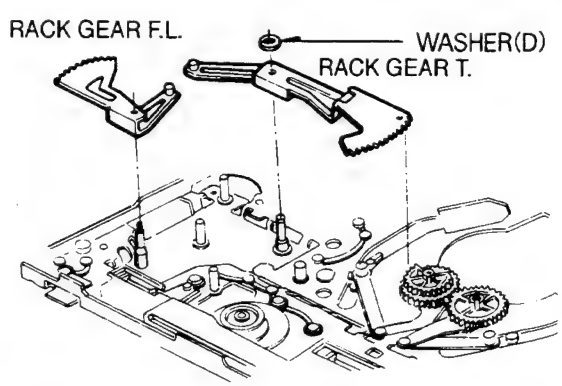

Fig. B-25-3 Rack Gear F.L/Rack Gear T
3) Remove the Rack Gear F.L.(Fig B-25-3).
4) Remove the Washer(D).(Fig. B-25-3).
5) Remove the Rack Gear T.(Fig. B-25-3).